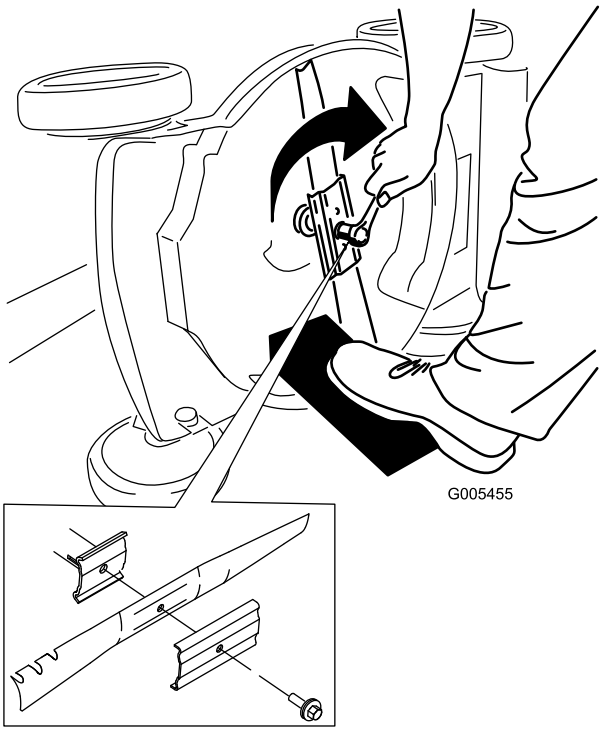

Rysunek 35
5. Zamontuj nowe ostrze i cały osprzęt mocujący (Rysunek 35).